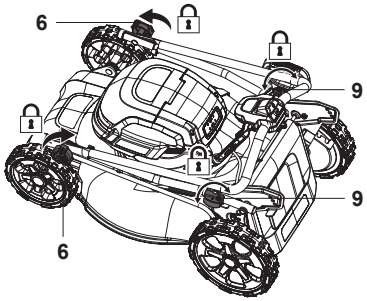

Fig. 26
8. Para poupar espaço, também pode dobrar a pega superior. Fixe as ligações (6, 9) e certifique-se de que o pino de autotensionamento (9a) passa através do orifício de estacionamento (10b) do suporte da pega (10) para evitar a dispersão antes do armazenamento na vertical (Fig. 26).